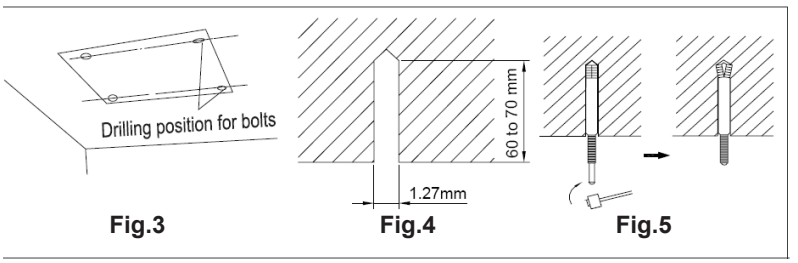

Fig.3 Fig.4 Fig.5
(1) Using the installation template, drill holes for bolts (four holes). Fig.3